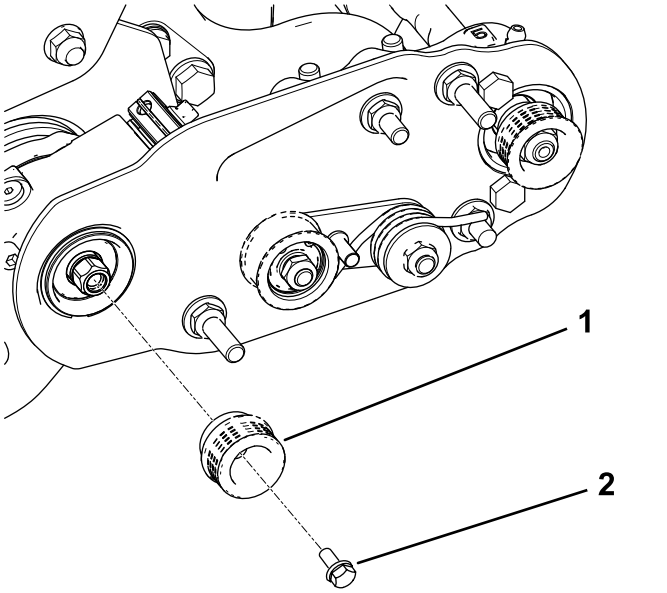

図 15
2. グルーマシャフトに駆動プーリを取り付ける図 15。
3. フランジヘッドボルトに ロクタイト青を塗り、これを使ってプーリを駆動シャフトに取り付ける図 15を参照。